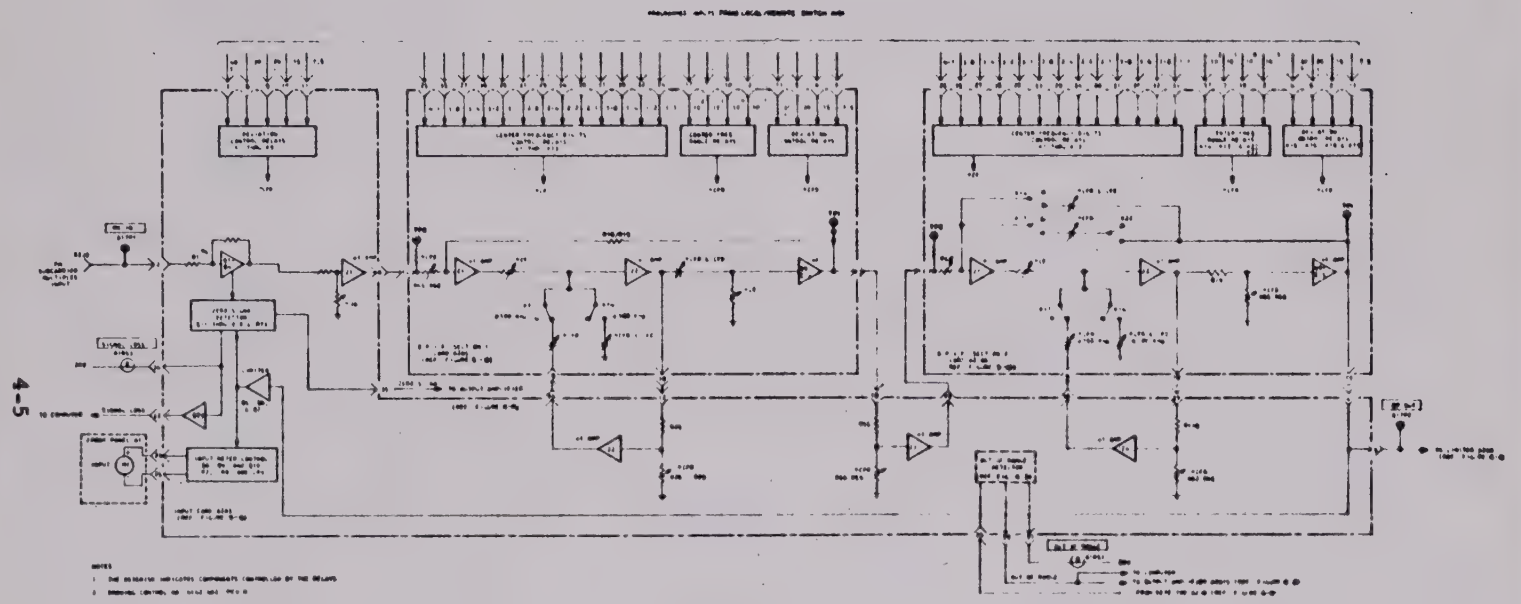

Figure 4-2. Input Control and BPIF Circuit Group Functional Block Diagram
4.3.2 Input Control Function (Ref. Figure 4-2)